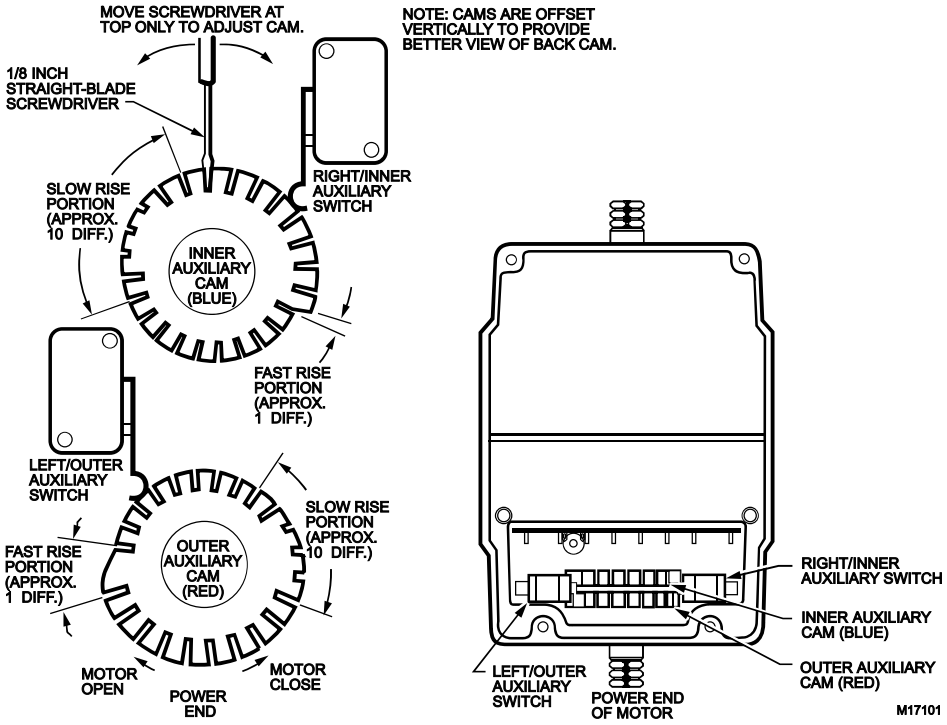

Fig. 12. Auxiliary switch adjustment.
Motors with factory added auxiliary switches are shipped in the closed position (fully counterclockwise, as viewed from the motor power end) with auxiliary cams set to actuate switches 30° from the closed position and to provide 1° degree differential. With the motor in the closed (fully counterclockwise) position, the auxiliary switch breaks contacts R-B. See Fig. 12 for auxiliary switch wiring.
1. *Insert 1/8 in. screwdriver blade into a slot on cam and move the screwdriver top as far as possible in the required direction. See Fig. 12.*